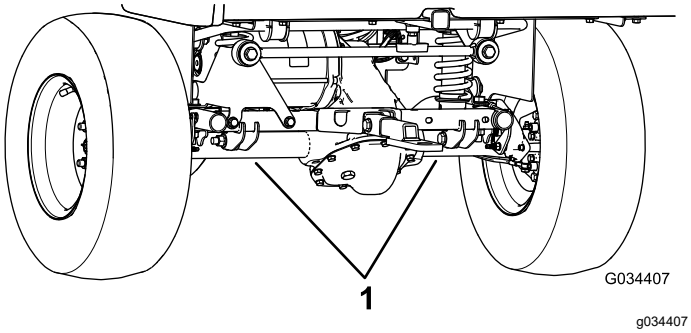

**Figuur 24**
- Het hefpunt aan de achterzijde van de machine bevindt zich onder de asbuizen (Figuur 24).